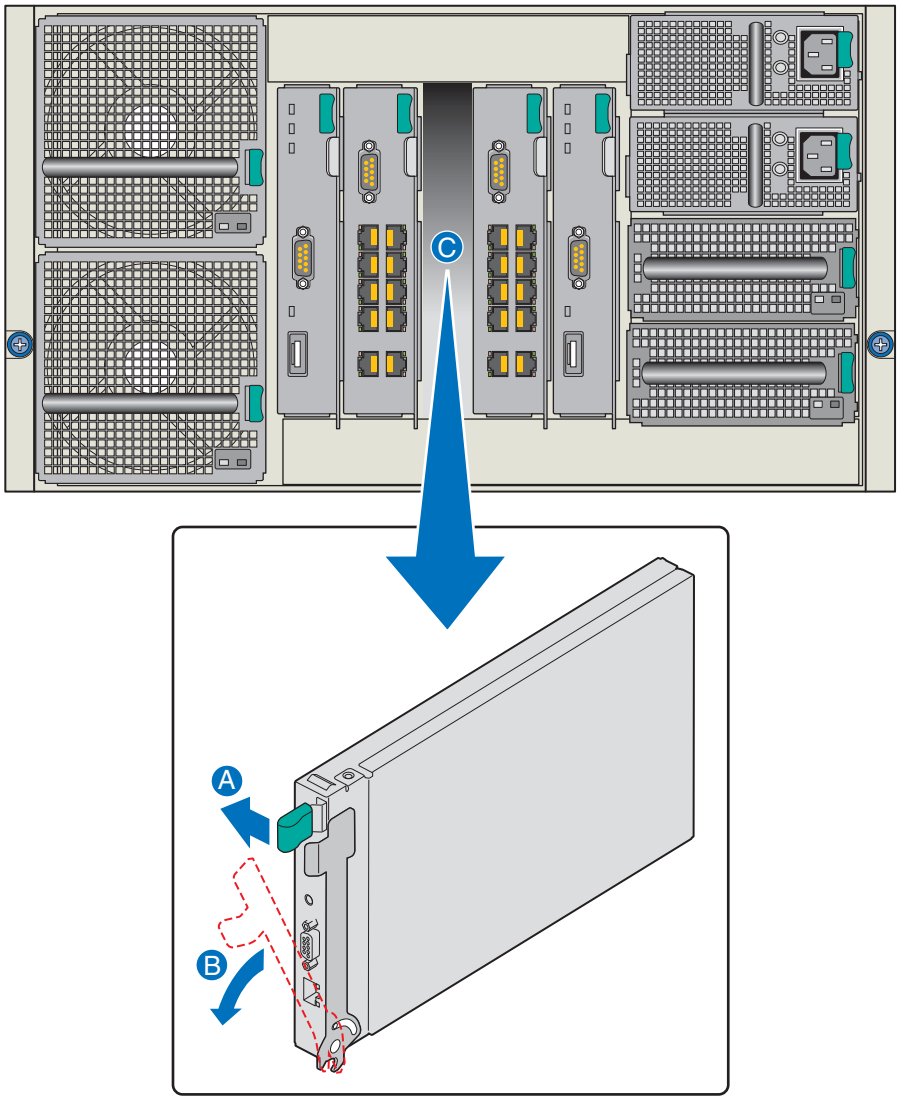

Figure 7. Removing the Management Module
3. Press the retention latch (see letter "A" in Figure 7) to release the retention lever.
4. Rotate the lever out and away from the module bay (see letter "B" in Figure 7) and pull the module straight out the back of the chassis (see letter "C" in Figure 7).
4. Slide the replacement management module into the management module bay (see letter “B” in Figure 7) until the bottom of the retention lever engages with the module bay.